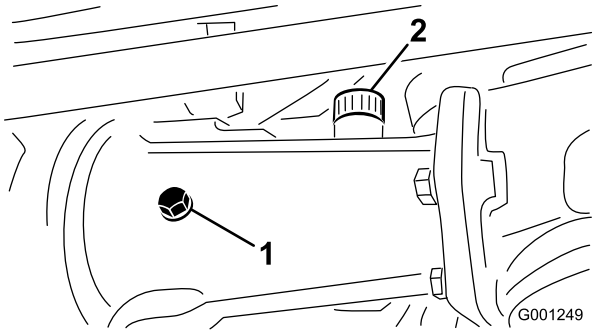
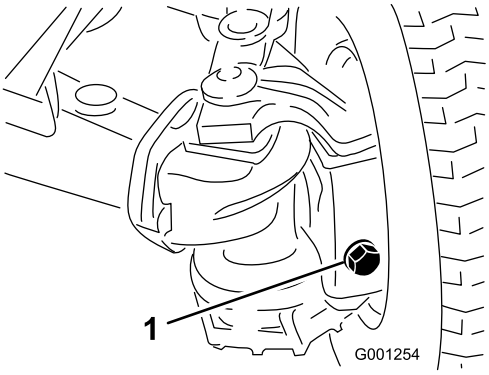

**Figur 26**
**Figur 27**
2. Fjern kontrolpropperne fra akslen, og sørg for, at smøreolien når op til bunden af hvert hul. Hvis oliestanden er lav, fjernes påfyldningspropperne, og der hældes tilstrækkelig olie på, til at den når op til bunden af kontrolprophullerne (Figur 26 og Figur 27).